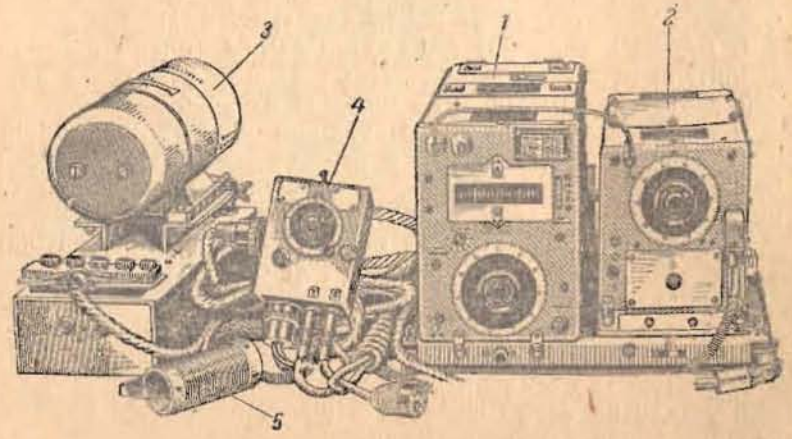

Рис. 10. Общий вид радиостанции СЦР-274-Н2:
3. *Комплект* радиостанции (рис. 10) состоит из: